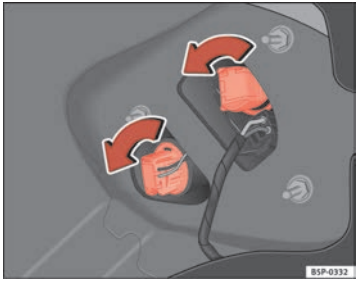

Fig. 195 Lights on vehicle body
– Turn the bulb holder to the left ⇒ fig. 195.